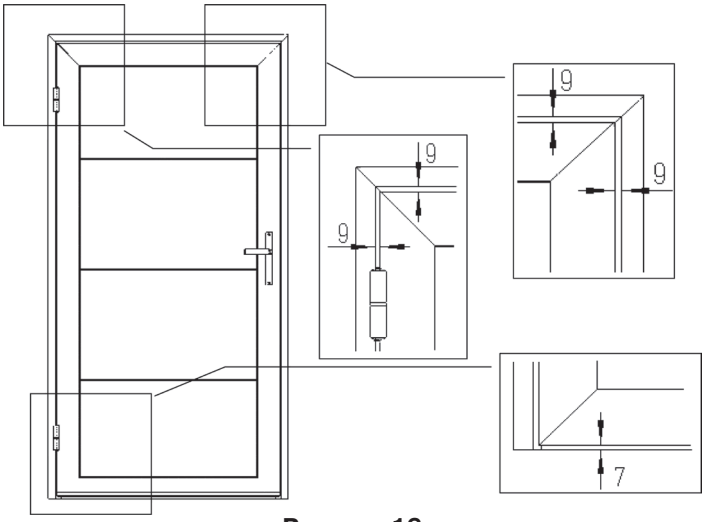

**Рисунок 16**
**8.1.** Конструкция петель позволяет регулировать положение полотна относительно коробки калитки с целью выравнивания зазоров между коробкой и полотном калитки (рисунок 16), а также степень прижатия уплотнительных элементов в притворе.